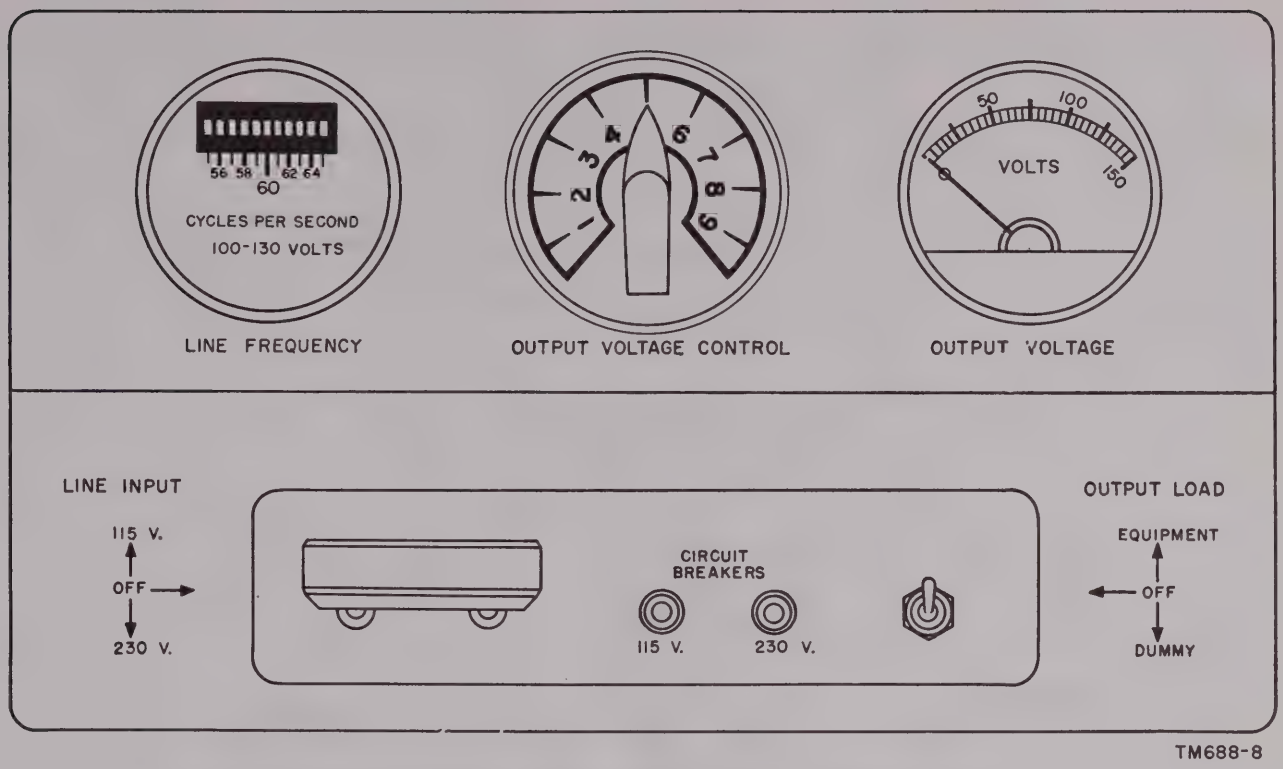

Figure 42. Junction Box J-95B/CRD-2, front panel controls.
55. Junction Box J–95B/CRD–2 Controls (fig. 42)